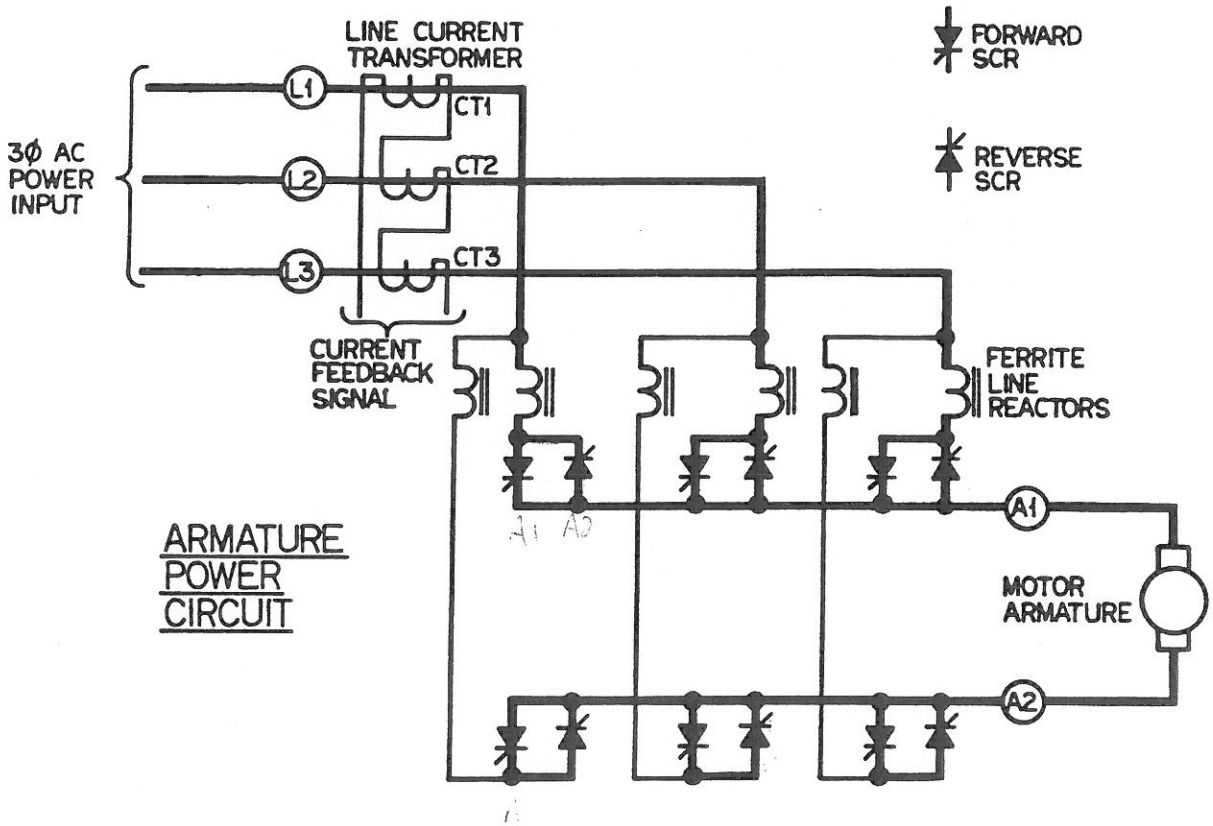

FIGURE 4-2. ARMATURE POWER CIRCUIT
The power circuit, shown in Figure 4-2, is a full-wave, bi-directional bridge with twelve controlled SCRs for three-phase full-wave rectification of the incoming AC input power in both directions. This full-wave SCR bridge assembly consists of six sets of SCR assemblies which control current flow in the load. Each SCR is directly mounted to a finned aluminum heatsink assembly which dissipates the heat generated by current flow through the SCR. Phase control of the SCRs in the bridge assembly controls the magnitude of the DC power to the load.
(G) (K), is different in that it prevents current flow in both directions unless "fired", when the voltage on the anode is positive relative to the cathode; it then "turns on" and allows current flow exactly as if it were a diode. Firing is accomplished by applying a positive voltage to the gate relative to the cathode of the SCR. Once turned ON, the SCR will remain ON until the current through the SCR has been reduced to zero and the voltage is zero or reversed (i.e., anode negative to cathode). It then shuts off and prevents current flow until fired again. The voltage drop across a diode or an SCR in the "ON" condition is about one volt, thus the power losses are very low. The SCR firing sequences are as follows (see Figure 4-2):